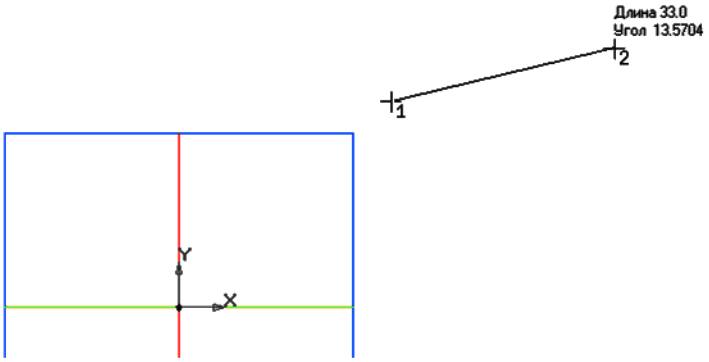
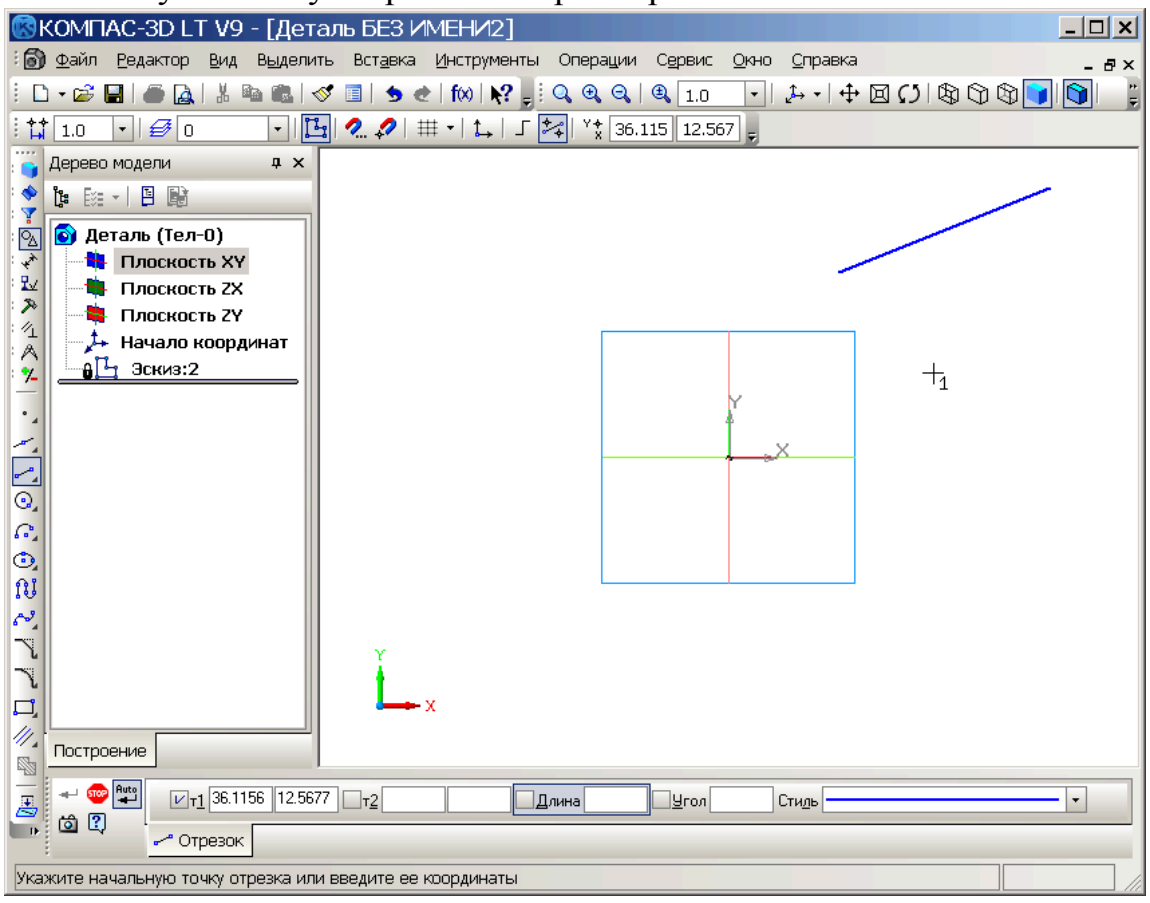

Рис. 2.9. Вид фантома создаваемого отрезка.
Рис. 2.10. Окно системы в режиме создания эскиза Отрезок во **Фронтальной плоскости**.
1.12. Поместите курсор в точку 2 примерно так, как показано на рис. 2.9. Нажмите левую кнопку. Отрезок построен: рис. 2.10.